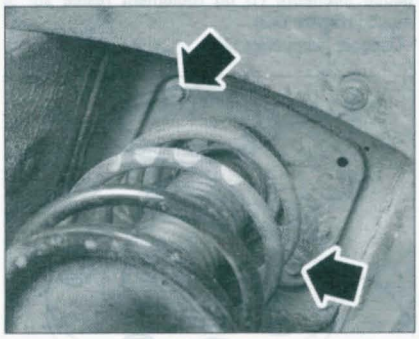

FIGURE 6-4
• Déposer les fixations supérieures d'amortisseur **(figure 6-4)**.